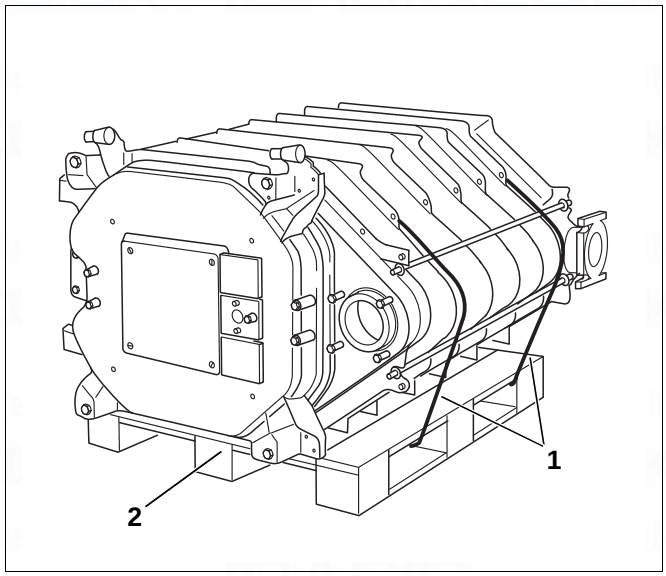

Fig. 23 Boiler block on pallet
- Cut through the securing straps (Fig. 23, [1]).
- Remove the pallet prior to positioning the boiler block (Fig. 23, [2]).